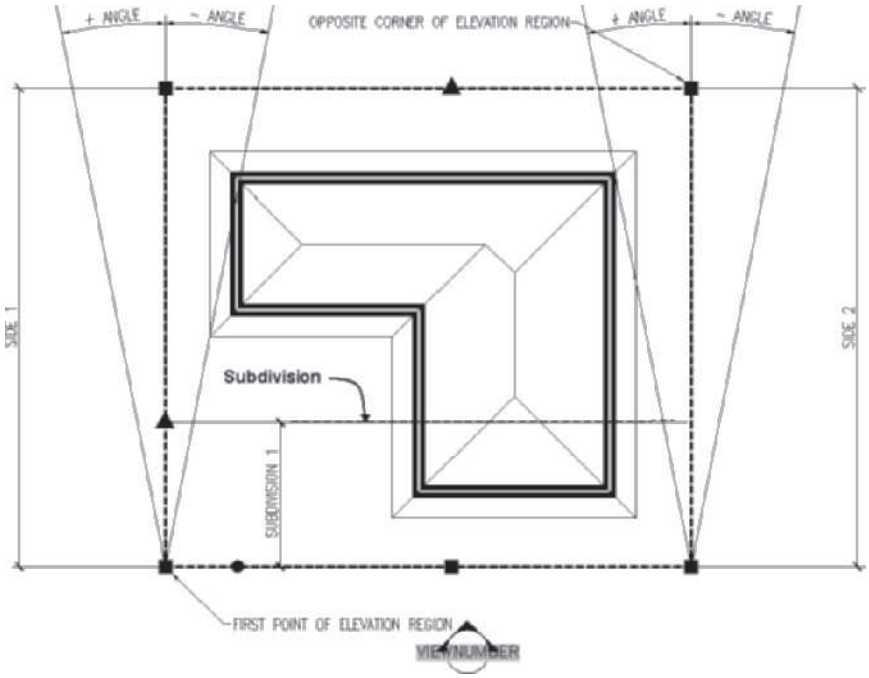
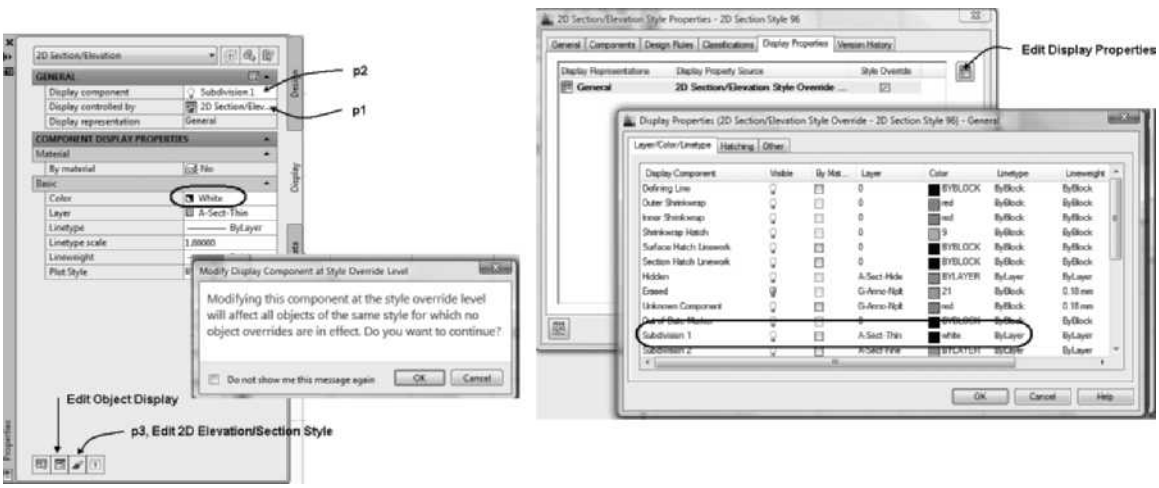

FIGURE 12.15 *Dimensions of the building elevation line*
FIGURE 12.18 *Display Controlled by the Properties palette and the Display Properties dialog box*
13. A summary of the dimensions of the Building Elevation/Section line are shown in Figure 12.15.
The display of the elevation can be controlled by its **Object Display** or by creating elevation styles. The Object Display and elevation styles control display by assigning display components that govern the appearance of the elevation. The material hatching displayed in the final elevation is extracted from the material assignments of the objects selected from the model. Therefore, if a wall style includes brick veneer with brick assigned as a material, the resulting elevation will be hatched in brick. Since the materials are usually assigned in a Construct drawing, to change the elevation you must edit the Construct drawing and update the elevation to implement a material hatch change. The display of material hatching in the elevation is controlled by the **Surface Hatch Linework** component of the elevation as shown in the **Display Properties** dialog box of Figure 12.18. If the Surface Hatch Linework component is turned off, the visibility of the Surface Hatch Linework in the elevation will be removed and only the defining lines of the elevation will be displayed.
Therefore, you can control the display of the components within the elevation by editing object display in the Style Manager or the Display tab of the Properties palette. The Display tab of the Properties palette provides the following options in the Display Controlled by flyout shown at **p1** in Figure 12.18:
When you select this Object or 2D Section/Elevation style from the Display controlled by list, you can click the Display component flyout (**p2** of Figure 12.18) to select a component for edit. The Subdivision 1 display component has been selected therefore you can modify display in the Component Display Properties section. The color was modified to White as shown in the Properties palette.
You can choose Edit 2D Elevation/Section Style at **p3** in Figure 12.18 to open the 2D Section/Elevation Style Properties – 2D Section Style 96 dialog box. Choose the Edit Display Properties button to open the Display Properties dialog box. The display components are listed in the far left column of the **Layer/Color/Linetype** tab. When the elevation is created, the edges of objects in the model drawing are projected to create lines placed on the **Defining Line** component. The subdivisions listed in Figure 12.18 are assigned by creating subdivisions in the building elevation line as shown in Figure 12.15. Therefore, you could create a subdivision within 10 feet of the building elevation line. All objects projected from this zone are placed in the elevation object with the color, layer, linetype, and lineweight as defined by the Subdivision 1 in the **Layer/Color/Linetype** tab shown in Figure 12.18. The color of the objects within Subdivision 1 will be displayed white since it is defined in Display Properties dialog box of Figure 12.18. The lineweight of Subdivision 1 could be set wider to display the objects within Subdivision 1 with greater emphasis. The color, layer, linetype, and lineweight of each component listed can be changed in the **Layer/Color/Linetype** tab. The **Other** tab allows you to create additional custom display components.